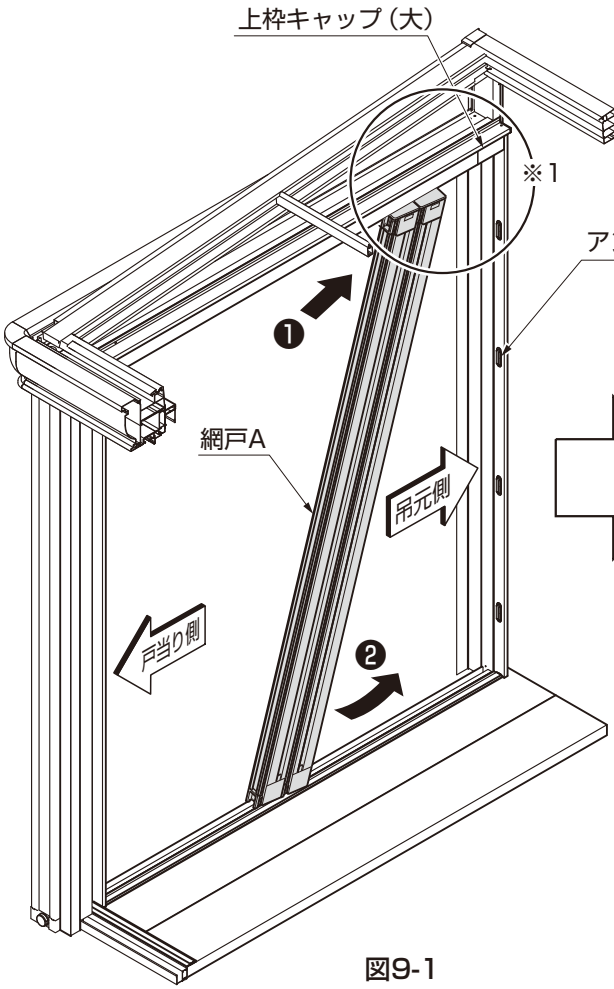

図9-1
①網戸A（戸当り用）、網戸B（吊元・連結用）の順で網戸を斜めにして上枠キャップ（大）から上枠に建込んでください。（※1）（図9-1参照）